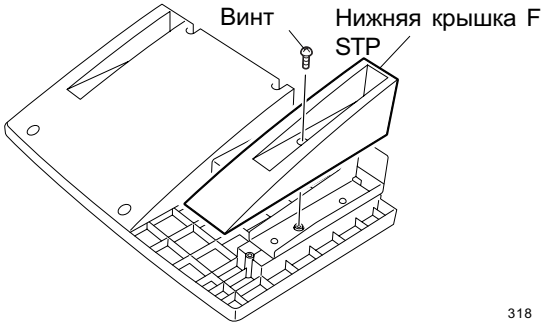

Fig. 6-8
4. Снимите нижнюю крышку F STP (см. Fig. 6-8)